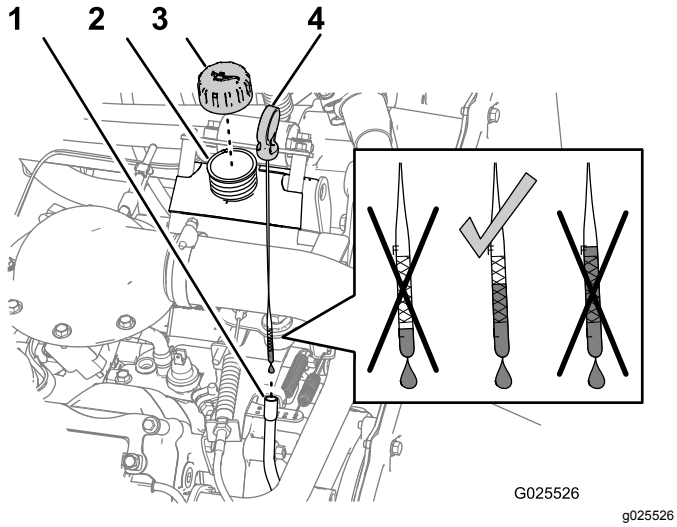

Figur 42
4. Fjern målepinden, og aftør den med en ren klud (Figur 42).
6. Fjern målepinden, og kontroller oliestanden (Figur 42).
7. Hvis oliestanden er lav, skal påfyldningsdækslet tages af (Figur 42) og tilstrækkeligt olie hældes på til at hæve niveauet til full-mærket på målepinden.
8. Monter påfyldningsdækslet på påfyldningsstudsen (Figur 42).
9. Sæt målepinden godt i (Figur 42).